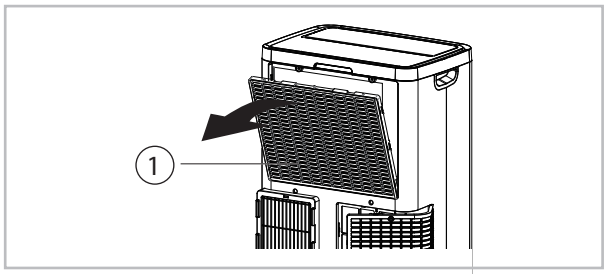

Abb. 16: Filterentnahme
2. Ziehen Sie den Filter aus dem Gerät (Abb. 16).